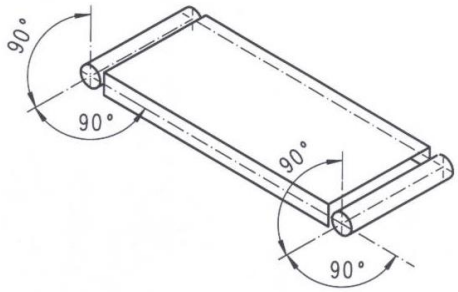

Fig. 9: Orientamento degli assi
- Allineare gli assi dei rulli motore e di rinvio tra loro e con la struttura del nastro (Fig. 9).